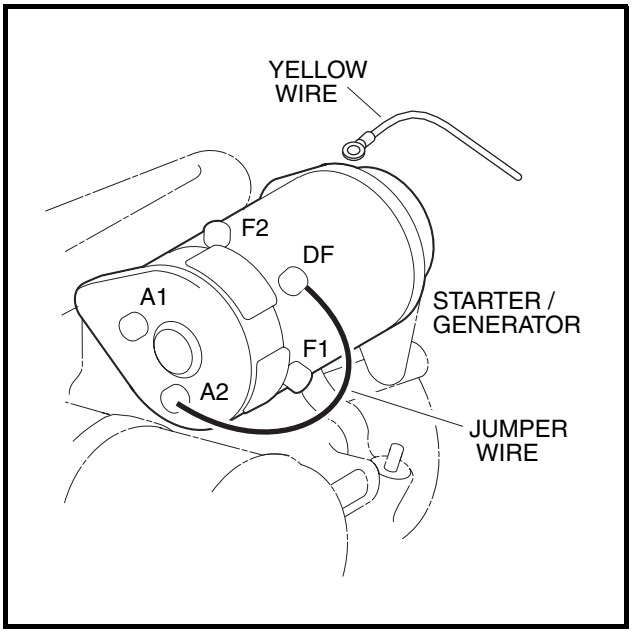

Figure 11-21 Jumper Wire Ground – DF to A2
3. Disconnect the yellow wire from the DF terminal on the starter/generator. Cover the connector on the yellow wire to make sure the yellow wire will not short to ground. Then, using a jumper wire, ground the DF terminal to the A2 terminal **(Figure 11-21, Page 11-24)**.